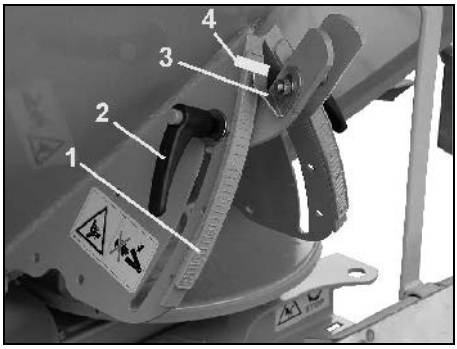

Rys. 25
- Poluzować dźwignię zaciskającą (Rys. 25/2).
- Na podstawie tabeli wysiewu wyszukać wymagane ustawienie zasuwy na skali (Rys. 25/1).
- Krawędź odczytu (Rys. 25/4) wskazówki (Rys. 25/3) ustawić na wartości skali.
- Dociągnąć dźwignię zaciskającą (Rys. 25/2).